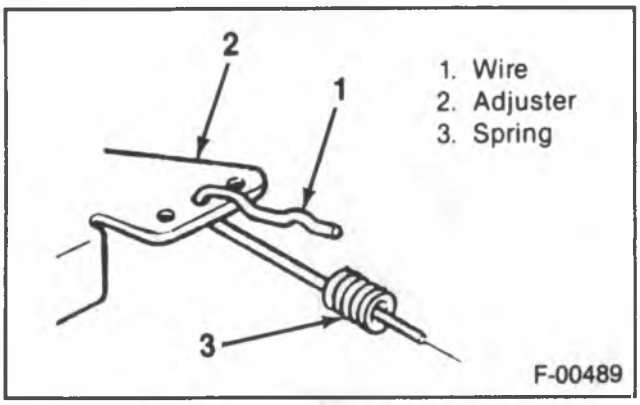

Figure 1—Adjustment Points
3. Wire assembly tension. Three holes on the secondary adjuster rail allow for tension adjustment of the wire assembly (figure 1).